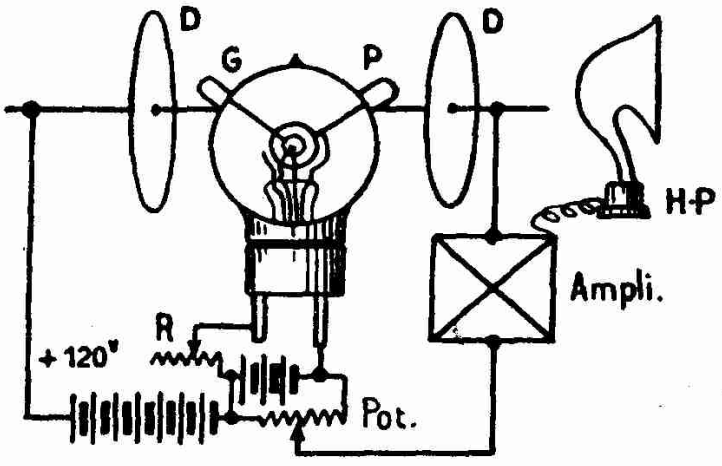

Fig. 3
Le récepteur se compose (fig. 3) d'une lampe à corne équipée exactement comme la lampe d'émission, à cela près que la grille est portée seulement au potentiel de 110 volts, et que la plaque est polarisée seulement par quelques volts et fractions de volts pris sur un potentiomètre alimenté par la tension de chauffage de la lampe. Un amplificateur basse fréquence actionnant un casque ou un haut-parleur (1), est placé dans le circuit plaque.
Au point de vue radiotélégraphie, il faut, si l'on veut avoir de la portée employer un système de réception plus sensible que celui qui est décrit dans la fig. 3, pour cela nous avons combiné un récepteur à superréaction (fig, 4) dont la lampe est chauffée au moyen d'un rhéostat très progressif. La grille est alimentée sous une tension de 250 volts continus à laquelle on a ajouté une tension alternative produite par une lampe d'émission fonctionnant par exemple à la fréquence de un million de cycles par seconde. La tension négative de plaque est bien déterminée au moyen d'une batterie et d'un potentiomètre.